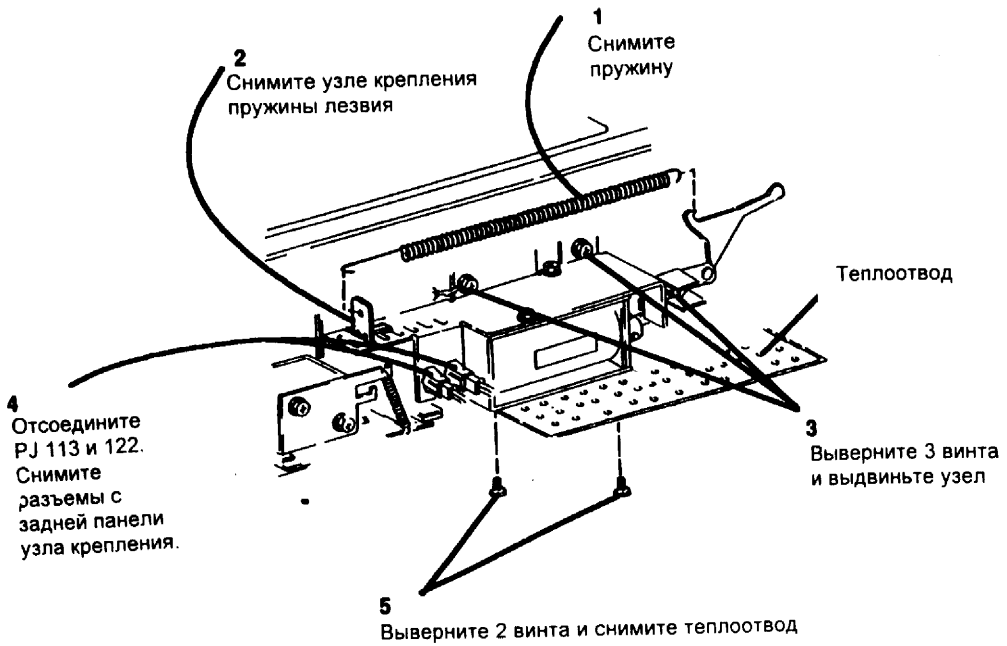

Рис. 1 Снятие узла соленоида лезвия
5. (Рис. 1) Снимите узел соленоида лезвия.